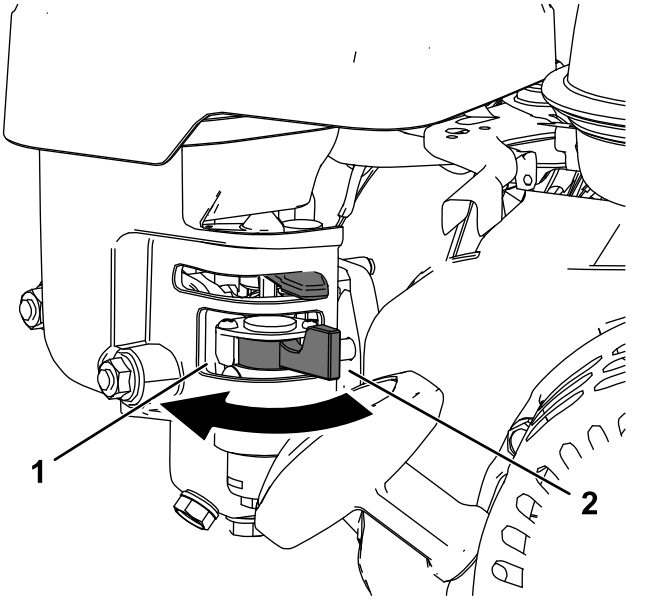

Figur 11
- Öppna bränsleventilen genom att vrida bränslekranens handtag mot startsnöret (Figur 11).
- Stäng bränsleventilen genom att vrida bränslekranens handtag bort från startsnöret (Figur 11).